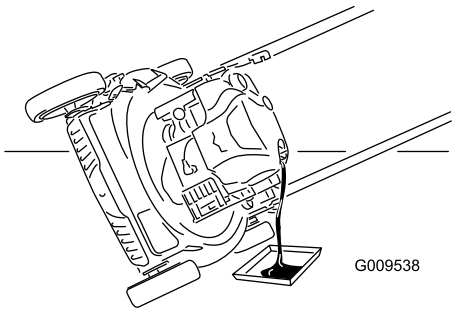

Figure 21
4. Inclinez la tondeuse sur le côté (filtre à air en haut) pour vidanger l'huile usagée par le goulot de remplissage (Figure 21).